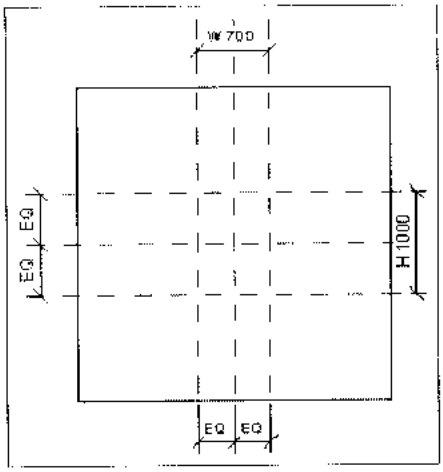

Рис. 17.46. *Создание и разметка дополнительных опорных плоскостей*
3. На ленте **Create** (Создать) в разделе **Datum** (База) выбрать команду **Reference Plane > Draw Reference Plane** (Опорная плоскость > Нарисовать опорную плоскость) и построить четыре опорные плоскости, соответствующие границам проема (рис. 17.46).
4. На ленте **Detail**(Узел) в разделе **Dimension** (Размер) выбрать инструмент **Aligned** (Параллельный) и сформировать разметку опорных плоскостей (рис. 17.46):